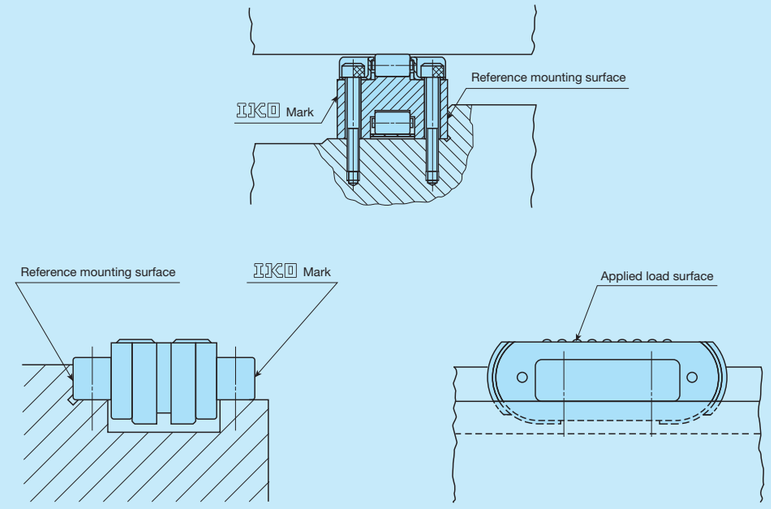

Fig. 3 Mounting examples
Note (1) For hardness factor, refer to Fig. 3 in page Ⅲ-5.
To mount RW, RWB, SR, and GSN in the linear motion direction, mount them by referring the opposite side of the IKO mark on the way end as reference surface. (See Fig. 3.) In addition, the surface under load is the upside of the IKO mark on the way end seen as the normal position.